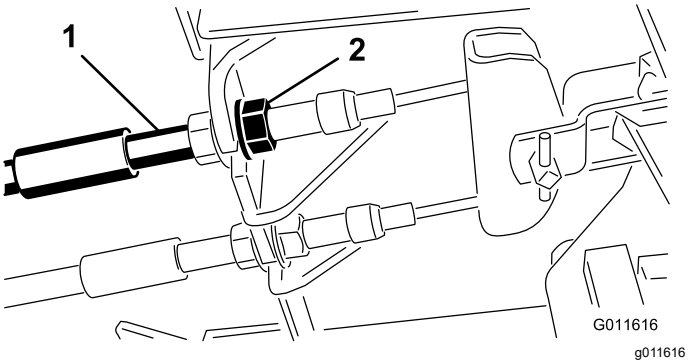

Figur 46
1. Dra åt bromsarna genom att lossa den främre muttern på bromskabelns gängade ände för att minska bromspedalernas spel (Figur 46).